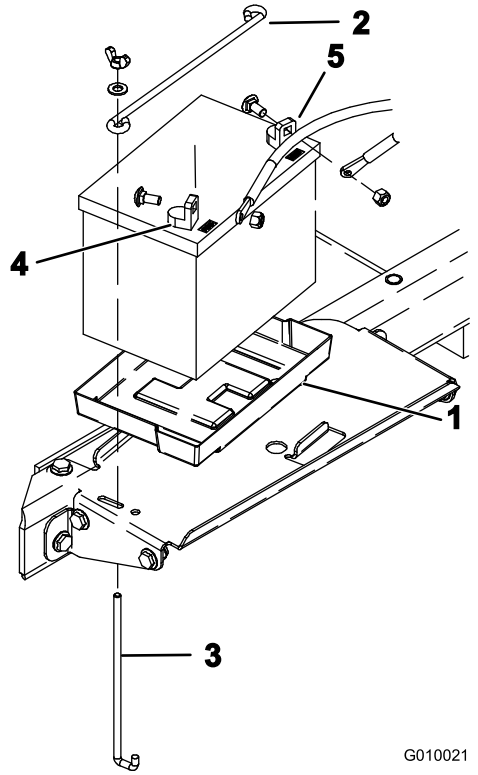

Figure 6
8. Insérez la batterie dans le support de son compartiment (Figure 6) en veillant à tourner les bornes vers l'extérieur.
9. Fixez la batterie au fond de son compartiment avec une tige horizontale et 2 tiges verticales, 2 rondelles plates et 2 écrous à oreilles (Figure 6).
10. Commencez par fixer le câble positif (rouge) à la borne positive (+) de la batterie avec un boulon et un écrou (Figure 6). Fixez ensuite le câble négatif (noir) à la borne négative (–) de la même manière (Figure 6). Placez le capuchon protecteur sur la borne positive pour éviter les courts-circuits.